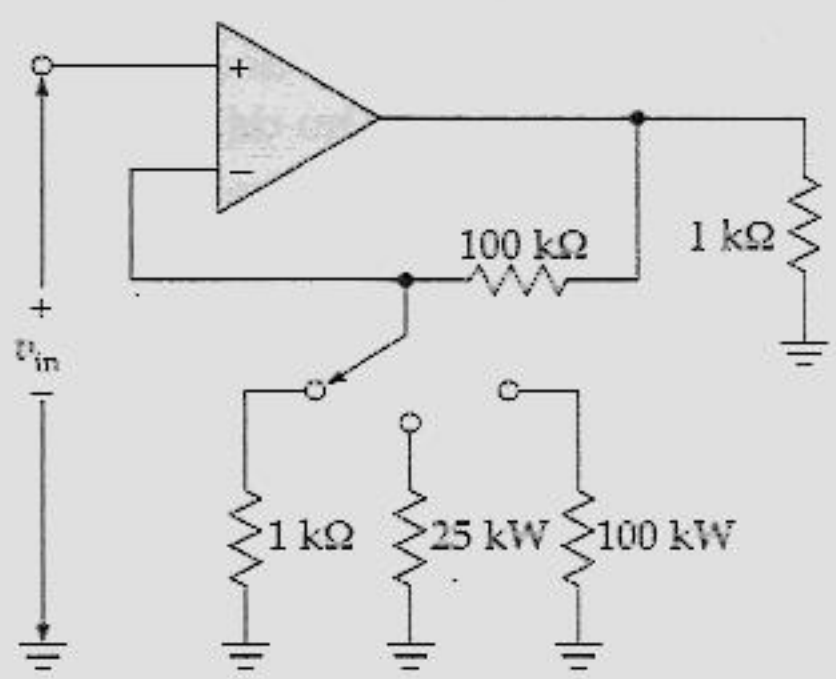

Figura 19.25
19.7 Na Figura 19.25, qual o ganho de tensão do amplificador para cada posição da chave?
19.12 Na Figura 19.25, qual a tensão de saída para cada posição da chave se a tensão de entrada for de 1 mV?
19.15 Um 741C com $A = 100.000$, $z_{in} = 2$ MΩ e $z_{out} = 75$ Ω é usado na Figura 19.25. Quais as impedâncias de malha fechada de entrada e de saída para cada posição da chave?
19.35 O amplificador da Figura 19.25 não tem tensão de saída com a chave na posição intermediária. Cite alguns dos possíveis problemas.